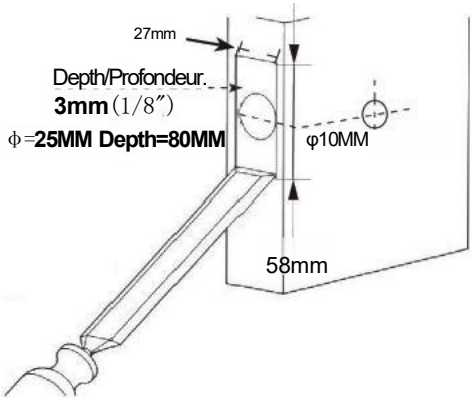

FIGURA 2
1) Marque un punto central en la "Línea central del pestillo" (como se muestra en la figura 2).